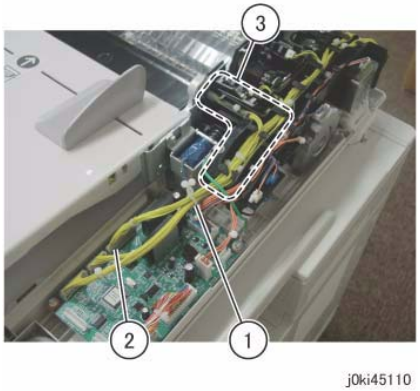

Figure 2 Disconnect the connectors
4. Disconnect the connector. (Figure 2)